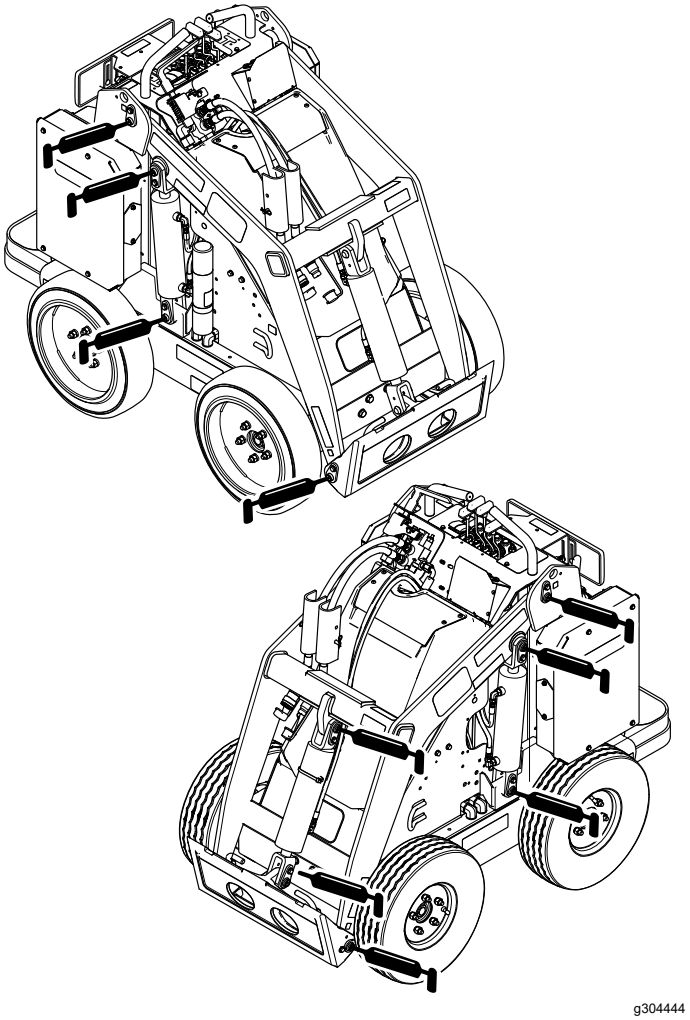

Figura 30
4. Conectai un pistol de lubrifiere la fiecare fiting (Figura 30 i Figura 31).